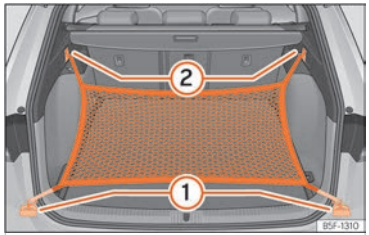

Fig. 191 Al maleter: argolles ① i ganxos ② per enganxar la bossa de xarxa.
- Fixeu els ganxos curts de la xarxa a les argolles d'amarratge ››› fig. 191 ① ››› ⚠. La cremallera de la bossa ha de quedar cap amunt.
- Fixeu les cintes als ganxos per penjar bosses ②.